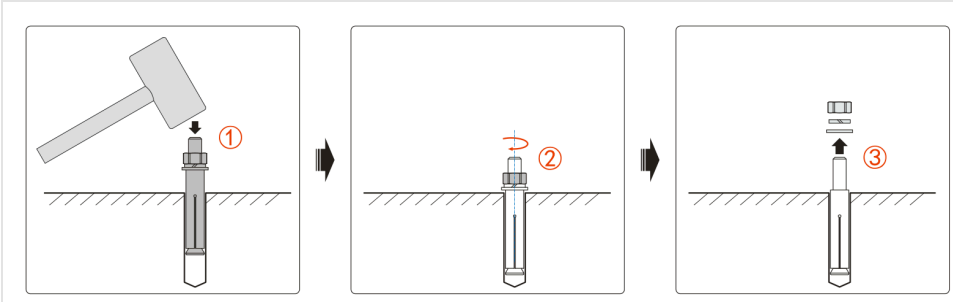

FIGURE 3-9 Fitting an expansion anchor — drill, drive in the sleeve, fit the bolt
3. Fit the expansion anchors (Figure 3-9). The anchor sleeve must sit fully in the hole, not above the floor. The anchor bolts must stand 30–50 mm above the floor.
3. Fit the expansion anchors, as for the cabinet (Figure 3-9): sleeves flush with the floor, bolts 30–50 mm above it.